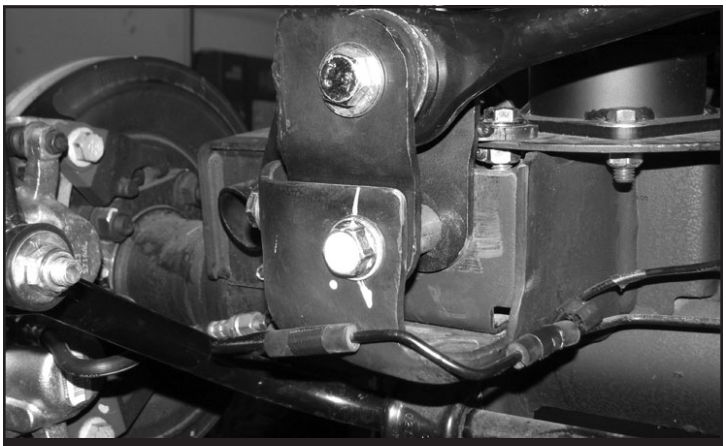

FIGURE 84 - STEP 67
67. Locate the supplied 9/16”-18 x 3-1/2” bolt, nut and washers and install the rear track bar into the new location. Torque to 184 ft-lbs. **SEE FIGURE 84**